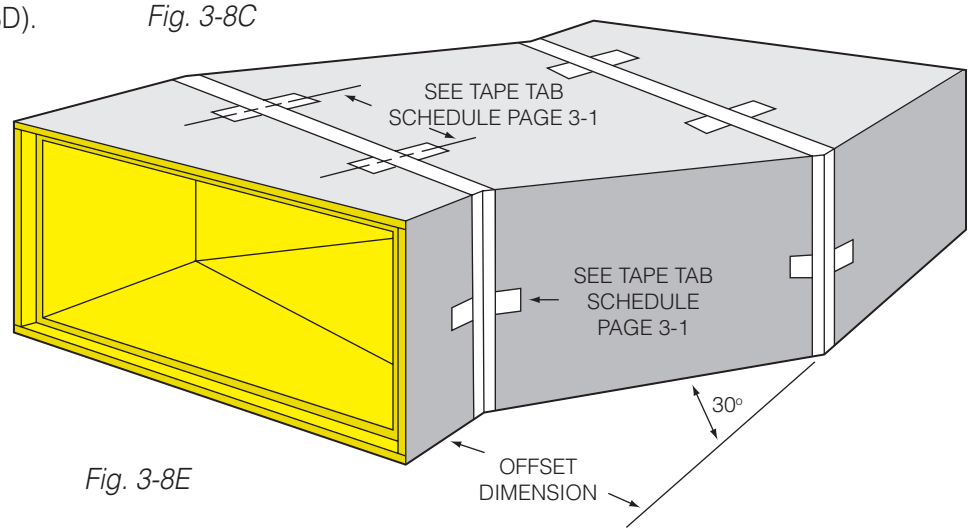

Fig. 3-8E
3. Apply tape tabs per Tape Tab Schedule, Page 3-1, starting with cheek panels (Fig. 3-8E).
4. Apply closure to circumferential joints (Fig. 3-8E).